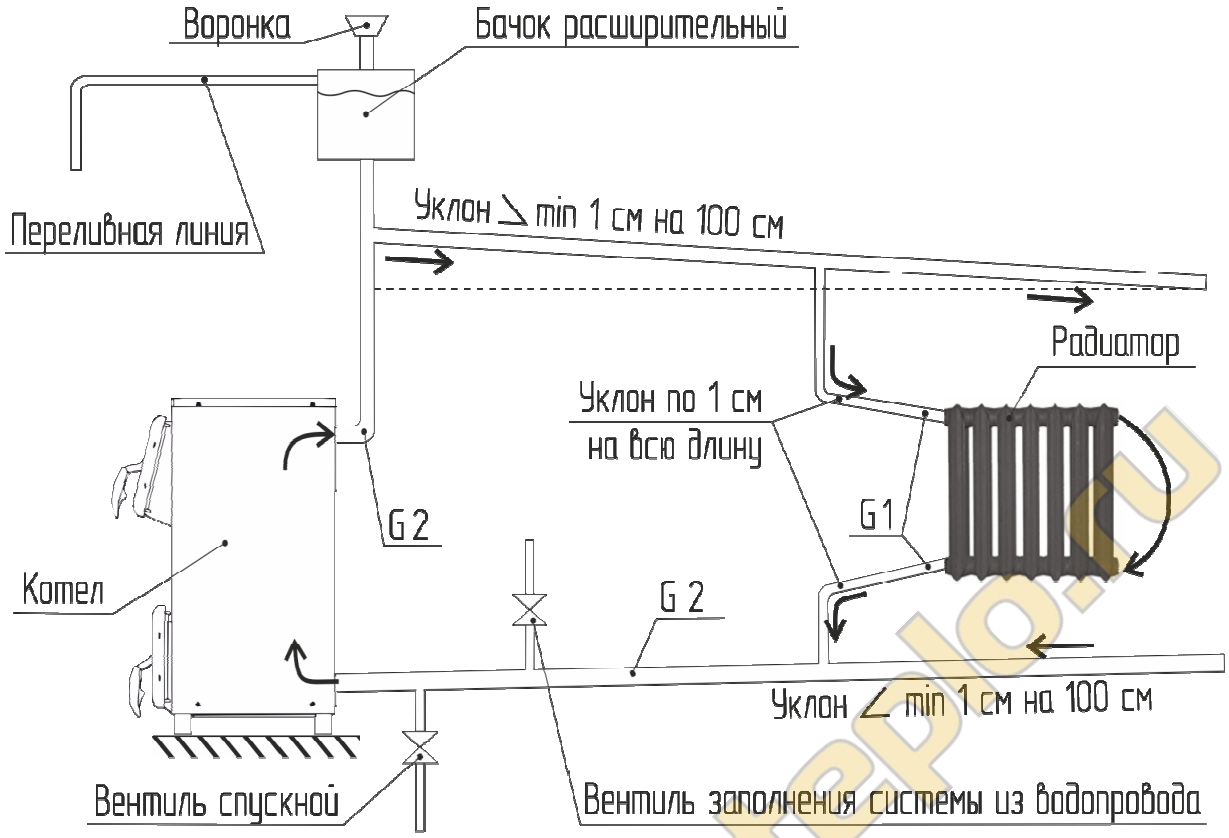

Рис.4 Схема подсоединения котла к отопительной системе и водопроводу.
5.4. Для лучшей циркуляции воды в отопительной системе рекомендуется устанавливать котёл как можно ниже относительно радиаторов отопления (см. рис.4).
5.10. Рекомендуемая схема подсоединения котла к отопительной системе приведена на Рис.4. Стояки устанавливать вертикально. Горизонтальные трубопроводы прокладывать с уклоном по направлению движения воды (сверху вниз). Величина уклона должна быть не менее 10 мм на одном погонном метре разводящей или сборной магистрали. Уклоны ответвлений к нагревательным приборам – не менее 10 мм на всю длину проводки.
5.11. Расширительный бачок (рис.4) устанавливается в наивысшей точке системы. Он должен иметь постоянно открытое заливное отверстие в верхней части и переливную линию на верхней боковой поверхности, для слива излишней воды из системы в канализацию.
5.12. Для полного слива воды из системы в самой нижней ее точке установить спускной вентиль (рис.4), возможна замена на резьбовую пробку.
5.13. Перед началом эксплуатации система заполняется водой из водопровода через вентиль (рис.4) до начала перелива из расширительного бачка. Долив системы водой возможен через воронку расширительного бачка.
6.9. При эксплуатации котла уровень воды в расширительном бачке (рис.4) не должен опускаться ниже ? его высоты. Для этого необходимо периодически пополнять систему водой. Если уровень воды занижен, прекращается циркуляция воды в системе. В этом случае необходимо:
6.10. Во время эксплуатации температура горячей воды в котле должна поддерживаться не выше 90°С. В случае, если в зимнее время требуется прекратить отопление на срок свыше суток, необходимо полностью удалить воду из системы через спускной вентиль (рис.4) во избежание размораживания